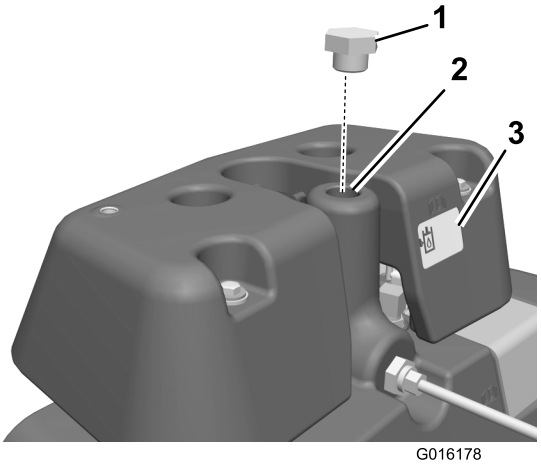

Figur 8
31. Ta bort och kasta ventilatorn och fyll upp huvudhydraultanken med hydraulolja (Figur 8).
32. Sätt dit en plugg där ventilatorn satt (Figur 8).
33. Fyll på hydraulolja i läckagedetektortanken tills oljenivån når till mitten av inspektionsfönstret på tanken (Figur 8).